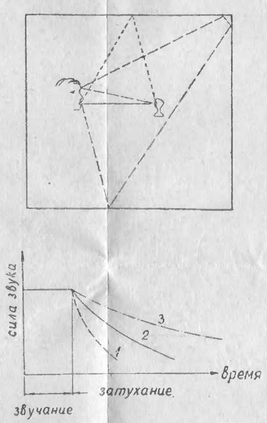

Рис. 3. Схема пути звуковых волн к мембране микрофона и их затухания
Что же произойдет, если мы будем вести передачу из закрытого помещения с помощью микрофона? На рис. 3 (верхняя часть) показано, что на мембрану микрофона будут воздействовать не только прямые звуки (от голосовых связок диктора), но и отраженные от стен помещения.
Свистнем перед микрофоном. Пока мы равномерно свистели, сила звука была постоянна. Как только свист прекратится, сила звука начнет затихать. Почему затихать? Разве звук сразу не исчезнет? Конечно нет. Все звуковые волны, рассеянные в пространстве помещения в течение сотых и тысячных долей секунды еще будут воздействовать на мембрану микрофона. Если это время велико, то помещение будет нам казаться гулким, как новая квартира без мебели. Если оно мало, то помещение будет казаться глухим, как ковровый магазин, где почти нет отражения звуковых волн от стен. Схематически это показано на нижней части рис. 3 для глухого (1), нормального (2) и гулкого (3) помещений.